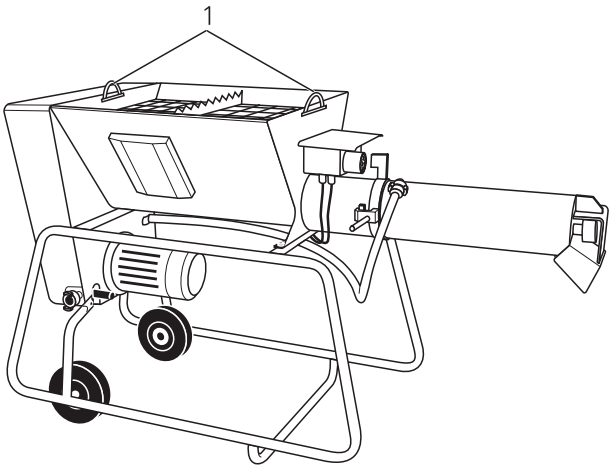

Fig. 5. Transporting the machine
- Fasten the belt or rope to the special lugs on the machine (Fig. 5)